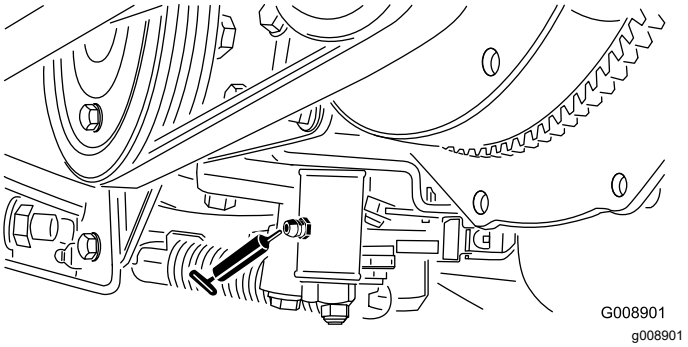

Figur 38
- Nøytral justeringsmekanisme (Figur 38)